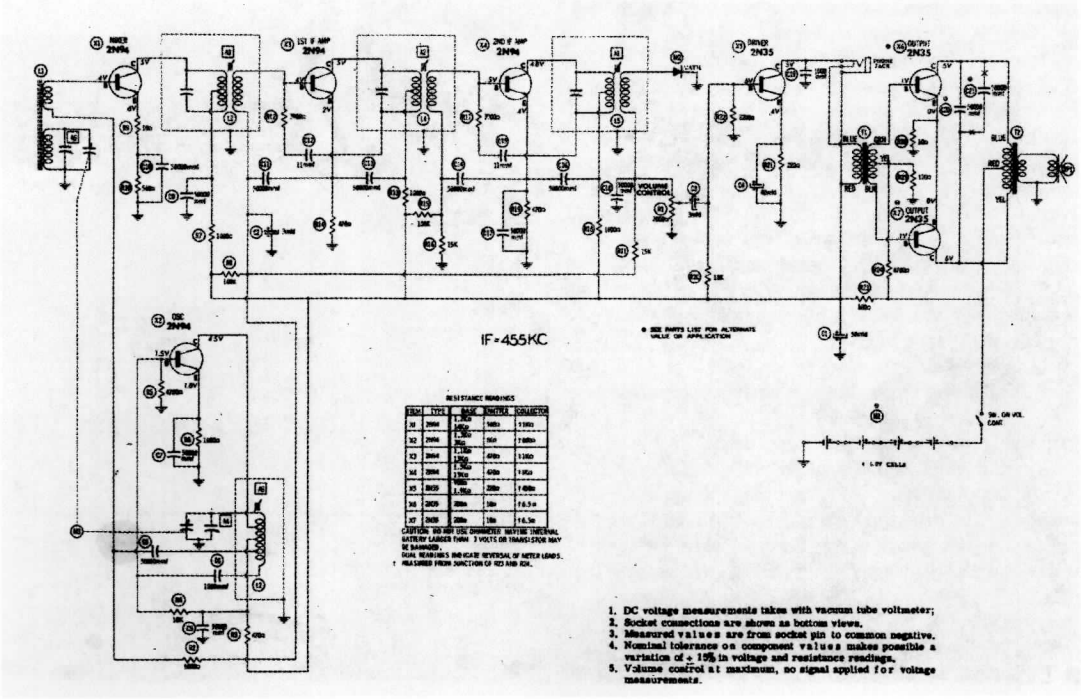

Fig 3 (above). Zenith 500 circuit Diagram. It was subject to at least three revisions in the first year.
Fig 3 shows the first circuit diagram with the split of 3 transistors in the AF section and 4 in the RF/IF section. So the use of a separate transistor local oscillator was the main difference between the new 500 design and the 6 transistor superhet circuit which became standard from 1957 onwards. I can think of three reasons why this was done, given the mandate to produce a leadership product with better reliability, superior sensitivity and good local station handling. i.e. (1) to keep the local oscillator working as the battery